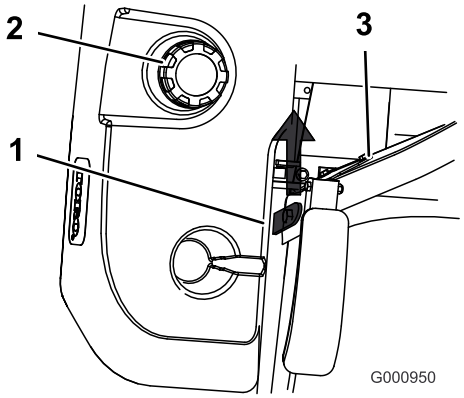

Figur 23
3. Hev setet. Dette vil muliggjøre tilgang til maskinen under setet (Figur 23).